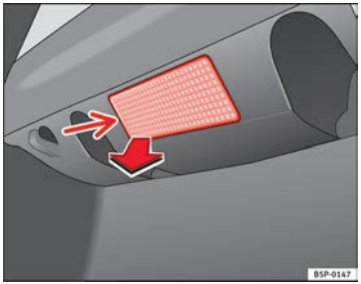

Abb. 206 Gepäckraumbeleuchtung
– Das Lampenglas der Glühlampe durch Druck mit einem Schraubendreher auf dessen Unterkante (Pfeil) abnehmen ⇒ Abb. 206. ▶